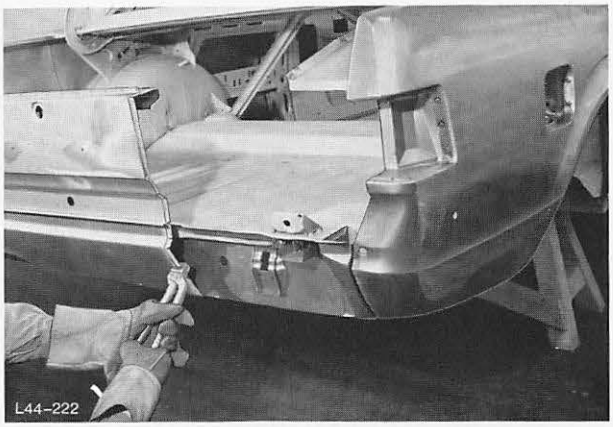

Abb. 237 Schnittkante abkanten
6. Schnittkante – Rückwandblech und Schürze mit einer Abkantzange abkanten, Abb. 237.